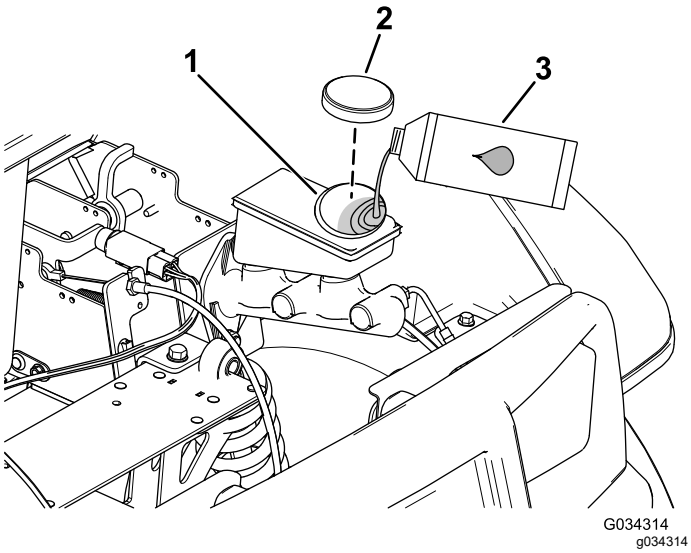

Bild 51
2. Heben Sie die Haube an, um den Hauptbremszylinder und den Behälter zugänglich zu machen (Bild 51).
A. Reinigen Sie den Bereich um den Behälterdeckel und nehmen den Deckel ab (Bild 51).
C. Schrauben Sie den Behälterdeckel wieder auf (Bild 51).